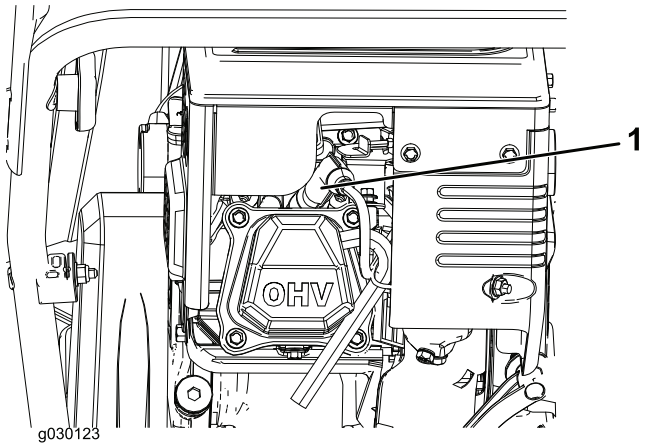

Bild 23
1. Entfernen Sie die Kappe (Bild 23).